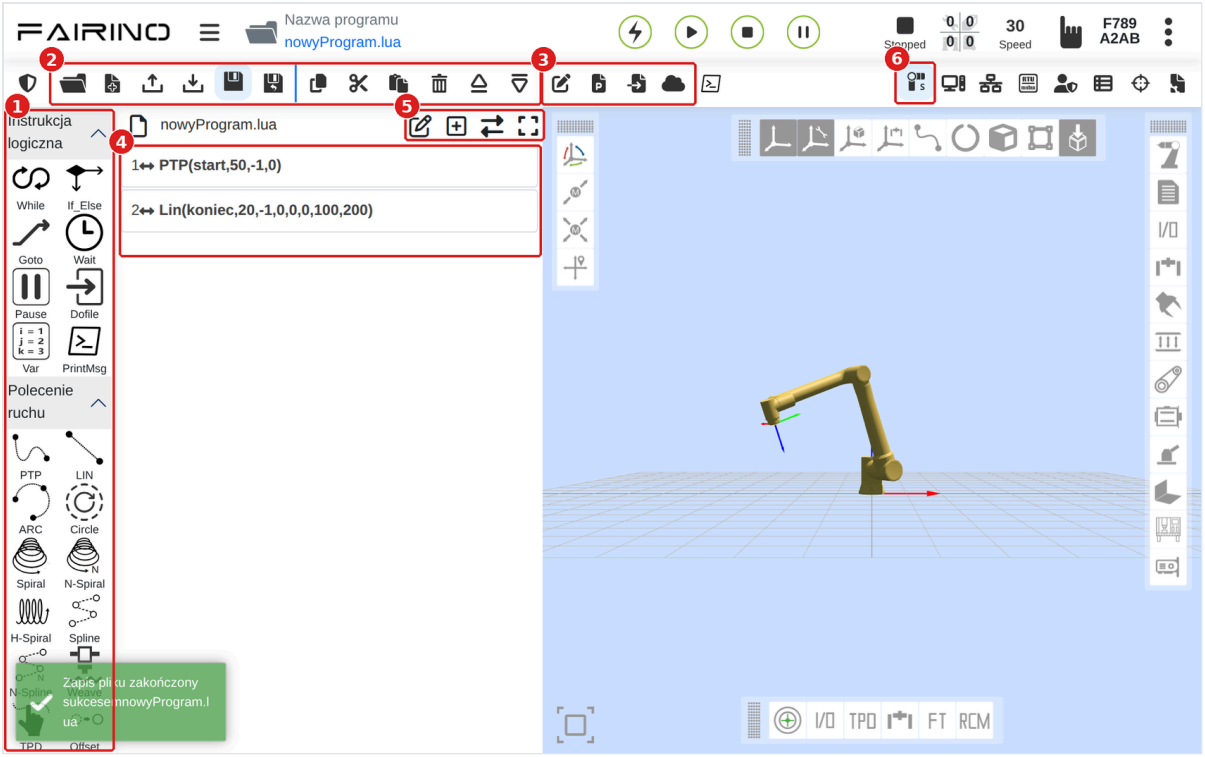

Rys. 24. Ekran programowania. Komunikat o zapisie w lewym dolnym rogu zasłania dół listy poleceń.
1. Kliknij ikonę chmury **Kopia bieżącego programu** (grupa 3 na rys. 24).
3. Włącz edycję kodu programu ikoną **Zmiana trybu** ⇄ (grupa 5 na rys. 24).
7. Wróć do modelu 3D ikoną **model robota** (6 na rys. 24) i zapisz program ikoną **Zapisz**.